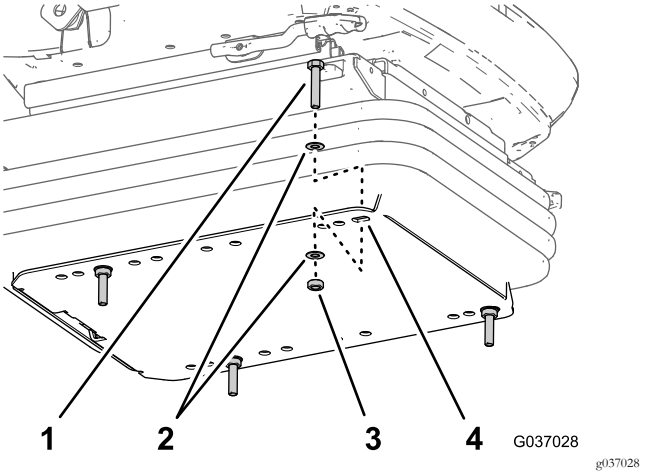

Figura 14
2. Montate 4 viti a testa cilindrica (8 x 40 mm), 8 rondelle (8 x 17 mm) e 4 dadi piani (8 mm) nei fori della flangia della piastra inferiore (Figura 14) che avete individuato al passaggio 1.